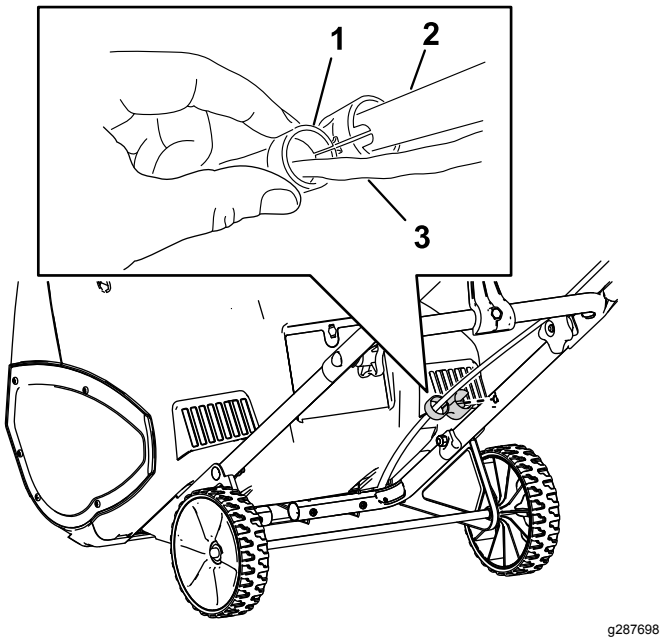

Figur 2
4. Fastgør ledningsstyret til håndtaget (Figur 2).